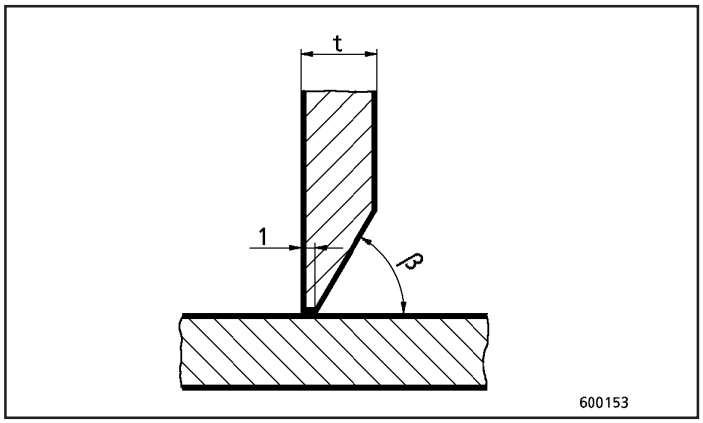

Fig.44
- Solda de topo em cunha simples (Fig. 44)